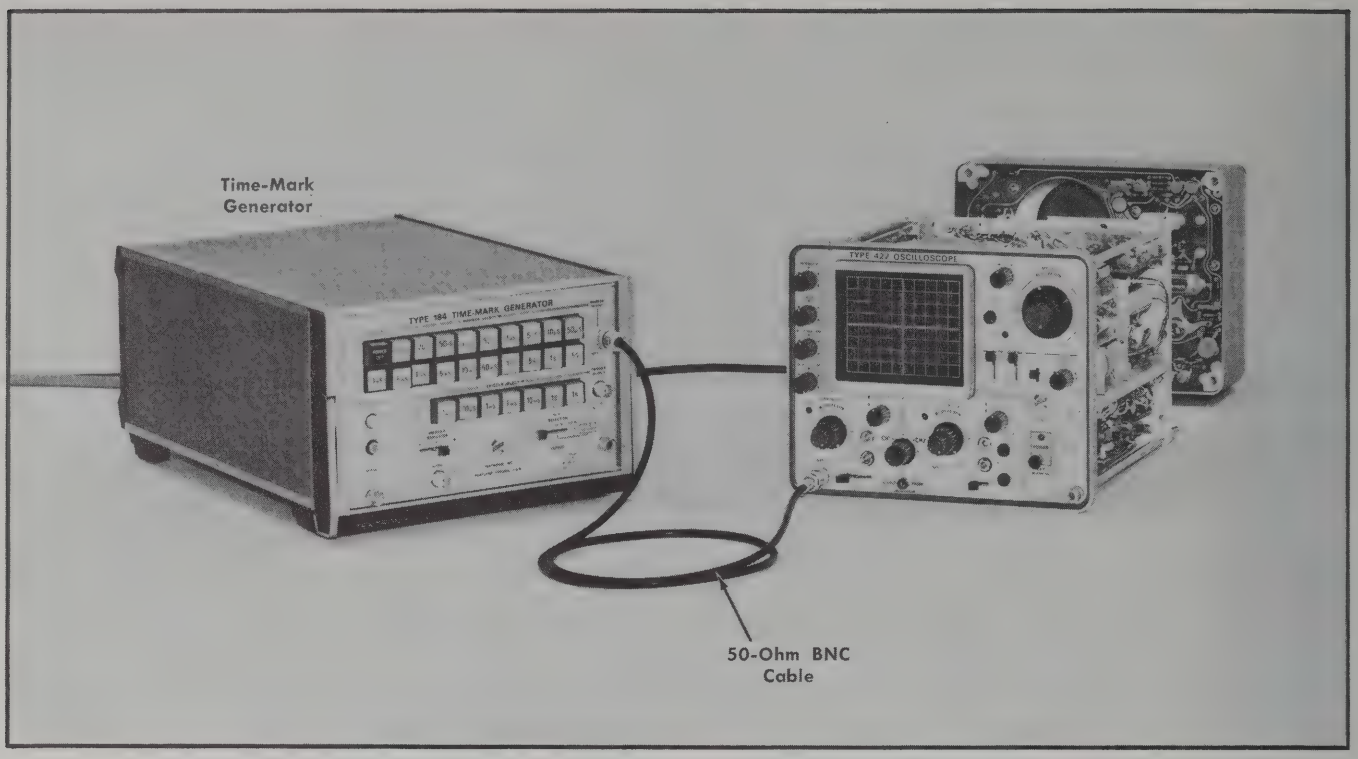

Fig. 6-10. Initial test equipment setup for steps 6—10.
a. Test equipment setup is shown in Fig. 6-10.